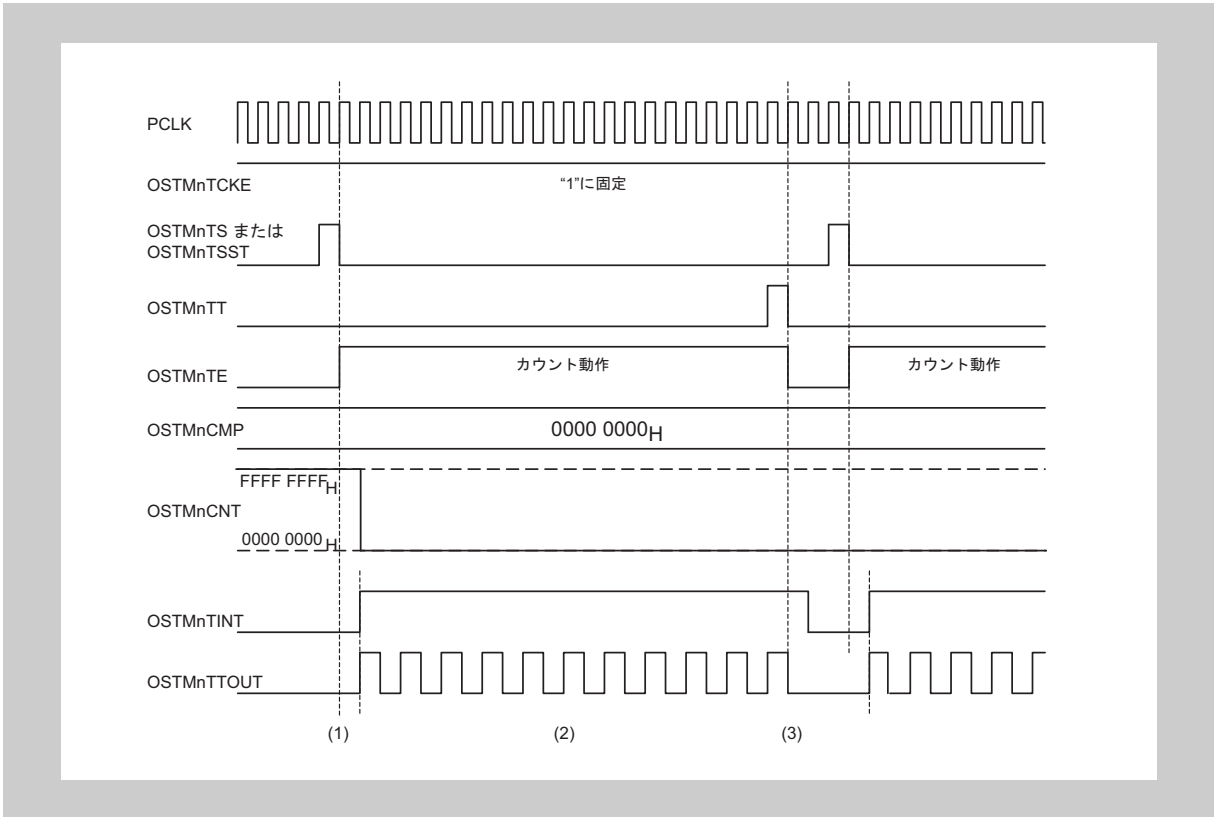

図 17-8 インターバル・タイマ・モードで OSTMnCMP = 0000 0000_H の場合のタイミング図（カウント・クロック = PCLK（OSTMnTCKE = ハイ））
2. 割り込み要求 OSTMnTINT が発生すると，OSTMnTTOUT 出力がトグルします。（*図 17-8* は，カウント・クロック = PCLK のため，OSTMnTINT がハイ固定となります。）